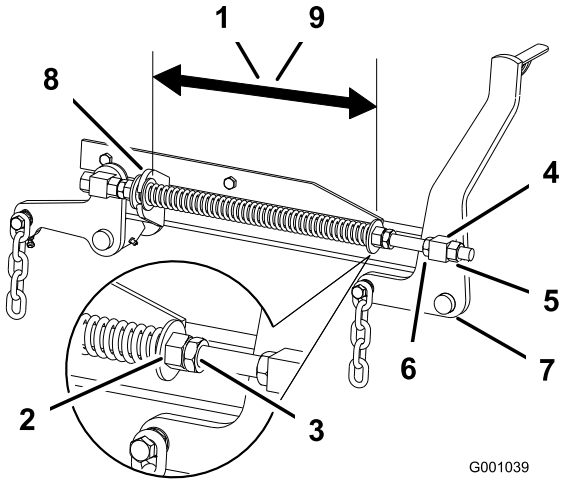

Figur 86
2. Kontroller afstanden mellem de to store skiver. Den skal være 28,2 cm til 132 cm plæneklipperskjolde og 26,7 cm til 152 cm plæneklipperskjolde (Figur 86).
3. Juster denne afstand ved at løsne fjederkontramøtrikken og dreje møtrikken foran hver fjeder (Figur 86). Når møtrikken drejes med uret, forkortes fjederen. Drejes den mod uret, bliver fjederen længere.
4. Lås møtrikken på plads ved at spænde fjederkontramøtrikken (Figur 86).